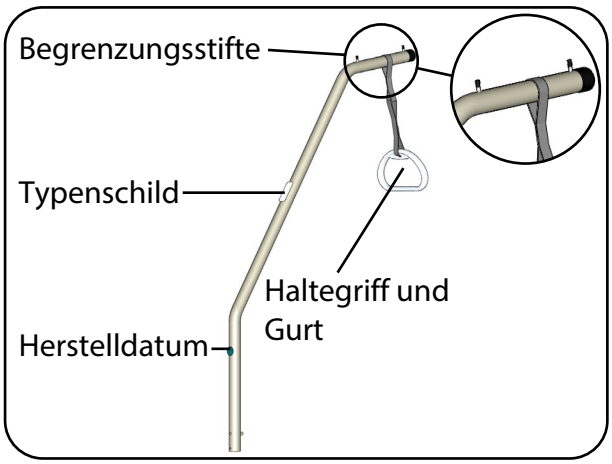

Abb. 6.5.02 – Aufrichter mit Haltegriff und Gurt
4. Positionieren Sie die Halteschlaufe des Gurtes zwischen den beiden Begrenzungsstiften am Aufrichter (Abb. 6.5.02).